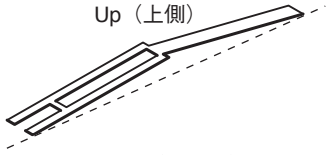

Fig. 21-1（図21-1）
* ***Be careful of the direction of the spring. It should be installed with its projecting end facing upward. (Fig. 21-1)***
※ **スプリングの向きに注意してください。スプリングは、図 21-1 のように上側が凸になるように取り付けます。**